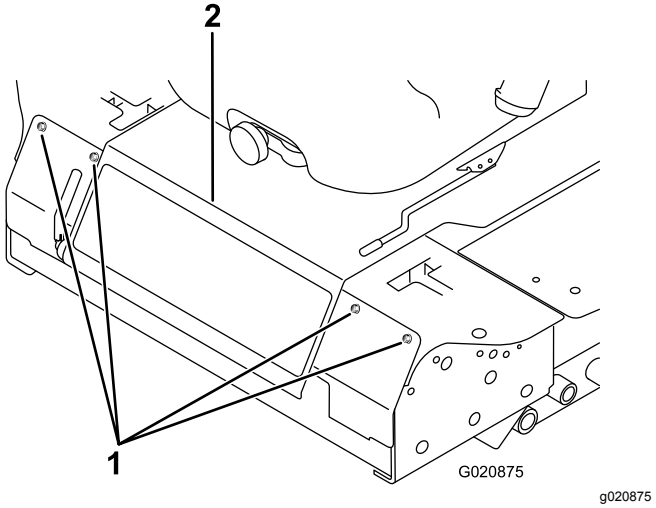

Figur 44
2. Fjern de bolte, der holder frontpanelet fast, og tag panelet af (Figur 44).